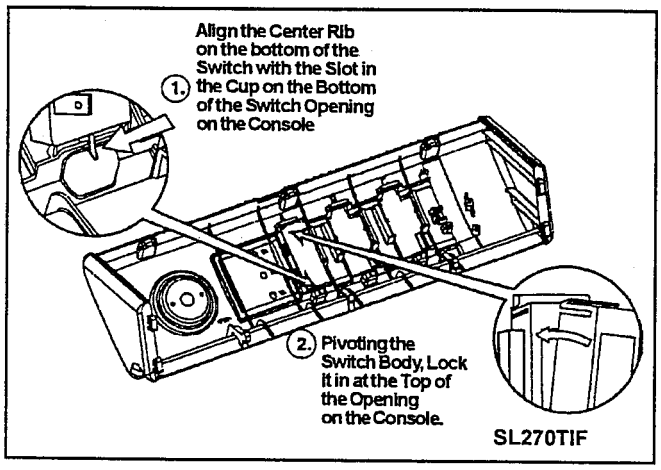

Figure 4-5
1. Depress the tab at the top of the switch with a screwdriver to disengage the tab from the console. Pivot the switch away from the console to remove ***(Figure 4-5)***.